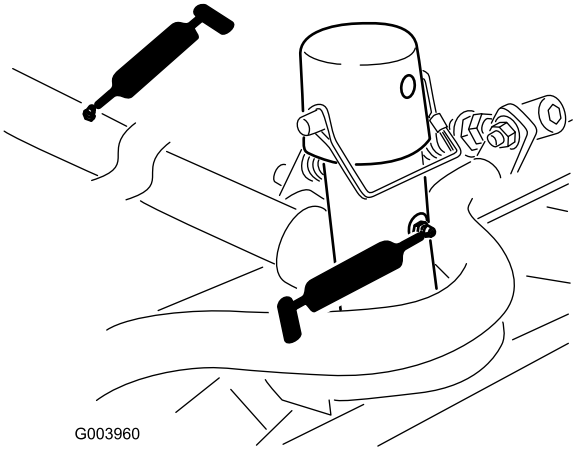

Figur 49
- Klippenhetens bärram och svängtapp (2 var) (Figur 49)